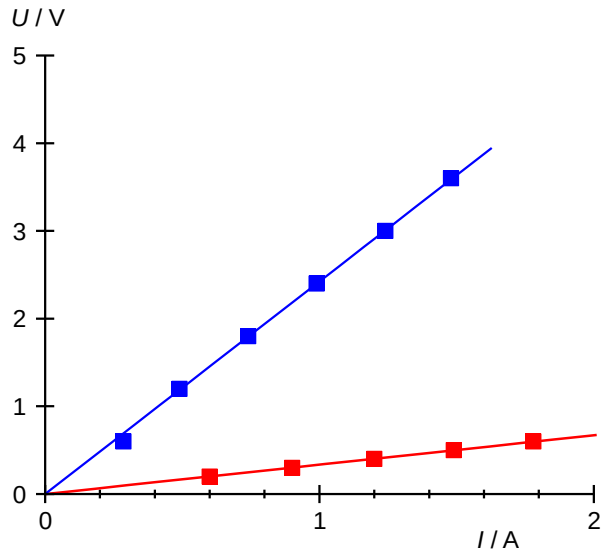
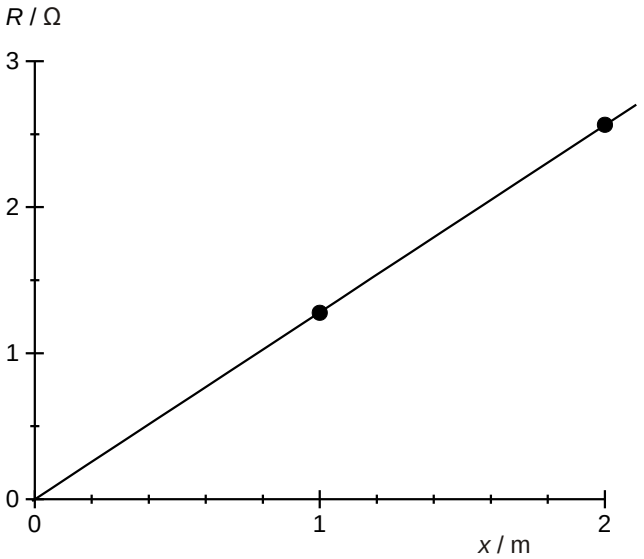

Fig. 2: *U-I*-Diagramm für Konstantandraht (blau) und Messingdraht (rot) mit Länge $x = 1$ m und Dicke $d = 0{,}5$ mm.
Fig. 4: Widerstand R als Funktion der Länge x.
- Messwerte für jeden der drei Parameter ρ, x und d jeweils in einem U-I-Diagramm darstellen (Fig. 2, 3, 5).
- An die Messpunkte $U(I)$ jeweils Geraden anpassen, aus deren Steigungen sich gemäß (1) direkt die Ohm’schen Widerstände R ergeben (Tab. 4, 6, 7).
- Im Fall unterschiedlicher Drahtmaterialien gemäß (2) mit Hilfe der bekannten Werte für die Länge x und die Dicke d den Wert für den spezifischen Widerstand ρ direkt berechnen (Tab. 5).
- Im Fall unterschiedlicher Drahtlängen und -dicken bzw -querschnittsflächen jeweils die Werte für die Ohm’schen Widerstände gegen die Länge x bzw. den Kehrwert der Querschnittsfläche A auftragen, jeweils eine Gerade anpassen (Fig. 4, 6) und aus deren Steigung gemäß (2) mit Hilfe der bekannten Werte für die Dicke d bzw. die Länge x den spezifischen Widerstand ρ bestimmen.
Tab. 4: Ohm'scher Widerstand für einen Konstantandraht und einen Messingdraht mit Länge $x = 1$ m und Dicke $d = 0{,}5$ mm, bestimmt aus der Steigung der an die Messpunkte in Fig. 2 angepassten Geraden.